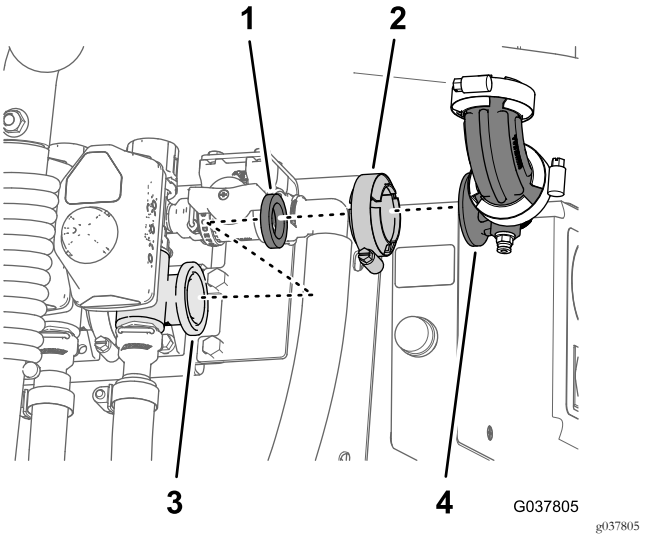

Figuur 89
1. Verwijder de flensklem, de 90°-knie en de pakking van de flens van de rechterspuitboomklep (Figuur 89).